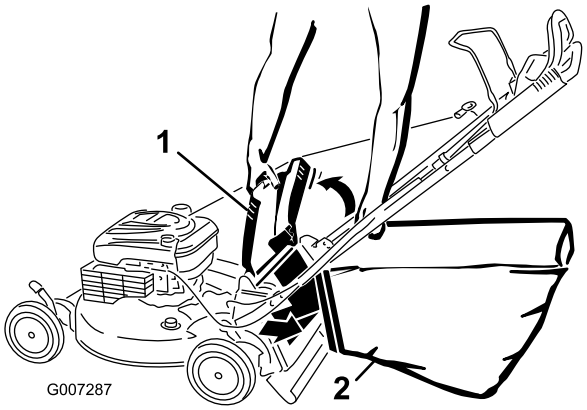

Figuur 23
4. Hang de bovenrand van de voorzijde van de vanger aan de inkepingen (Figuur 23).